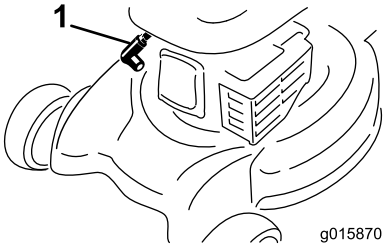

Figur 23
2. Koble fra tennpluggledningen fra tennpluggen (Figur 23) før du utfører vedlikeholdsprosedyrer.